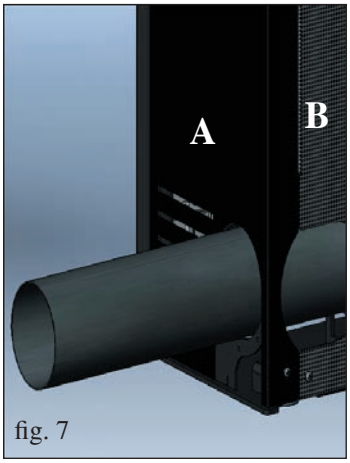
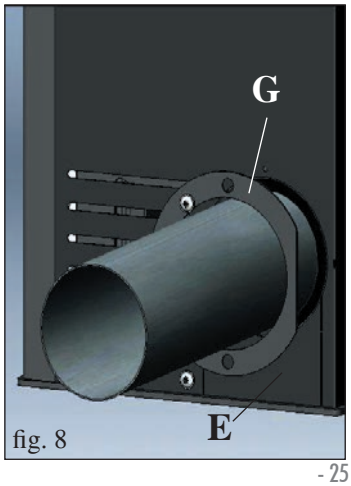

fig. 7
fig. 8
Replace the metal side A (fig. 7), the rear panel B (fig. 7) and the diaphragm (E) without portion F (fig. 8).
Complete the operation by applying the closure rosette provided G (fig. 8) using the screws provided.